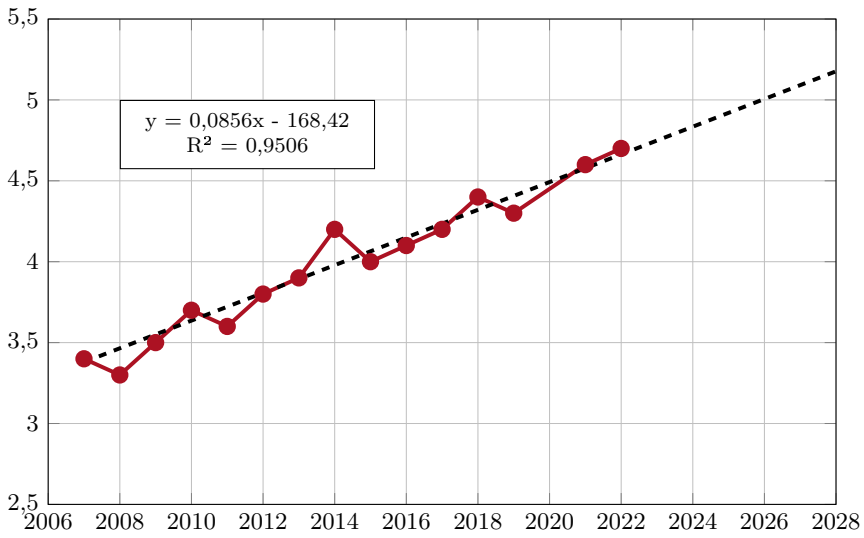

Figura 5.9: Diagrama de dispersión, correlación positiva
- **Diagramas de dispersión**: Muestran la relación (correlación) entre dos variables, ayudando a identificar si los cambios en una afectan a la otra (Figura 5.9). Esta relación puede ser: